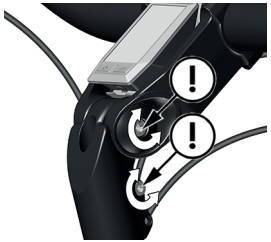

Abbildung 9A: Drehen der Vorbauwinkelschrauben
1. Drehen Sie die zwei Vorbau-Schrauben einige Umdrehungen gegen den Uhrzeigersinn, um sie zu lösen (siehe Abbildung 9A). Es ist nicht nötig, die Schraube weiter zu drehen.